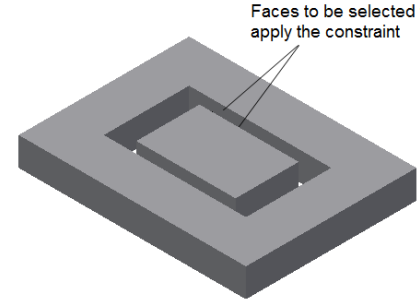

Figure 18-39 *Faces selected to apply the Mate constraint*
11. Similarly, apply the Mate constraint with an offset value of 10 mm between the selected faces, as shown in Figure 18-39.